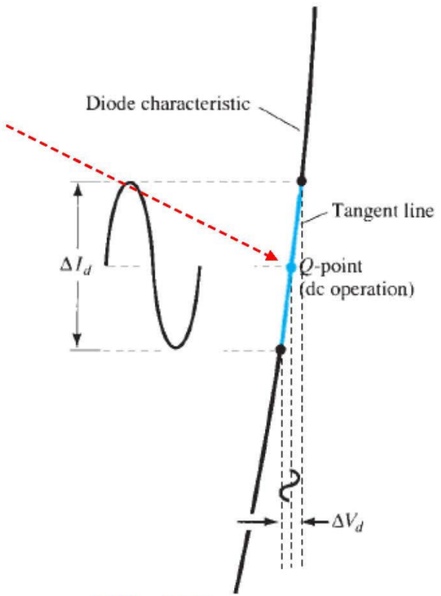

FIG. 1.25
- **The varying input will move the instantaneous operating point up and down a region of the characteristics and thus defines a specific change in current and voltage as shown in Fig. 1.25 .**